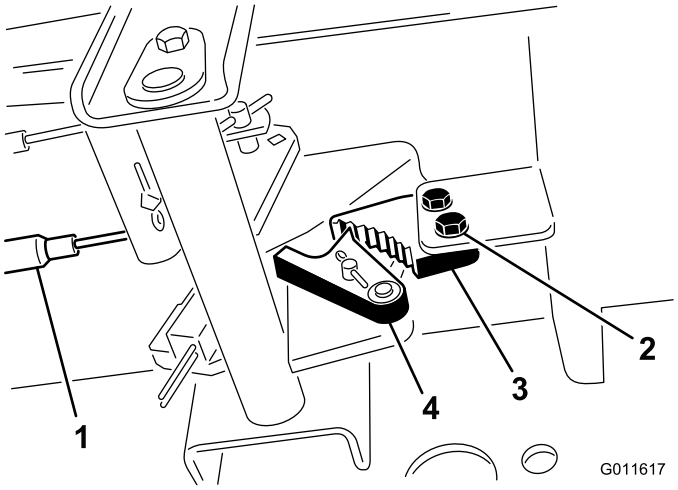

Рисунок 36
1. Ослабьте два винта крепления защелки стояночного тормоза к раме (Рисунок 36).
2. Нажимайте педаль тормоза вперед, пока углубление тормоза не войдет полностью в зацепление с защелкой тормоза (Рисунок 36).